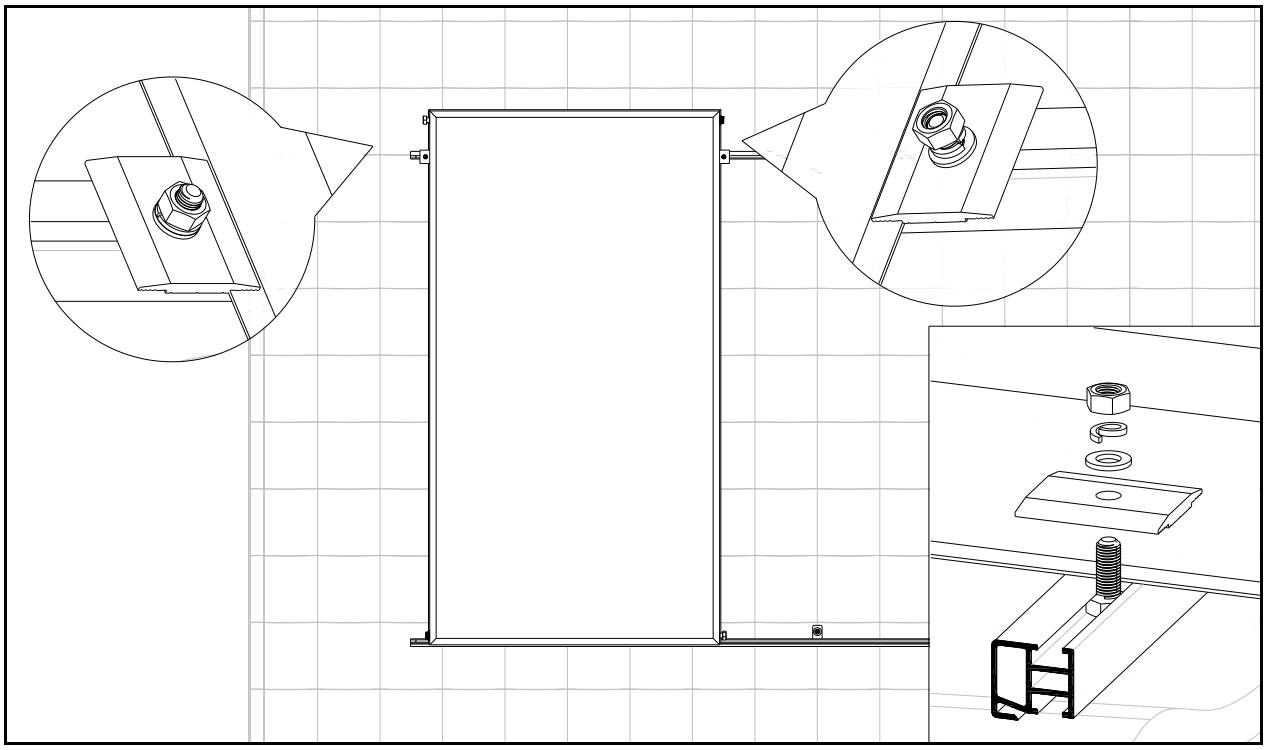

Рис. 11 Установка прижима
11) закрепить солнечный коллектор при помощи прижима с одной стороны, со стороны монтажа следующего коллектора установить прижим, но гайку не затягивать (см. рис. 11);